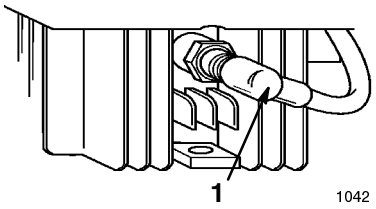

Figure 19
2. Disconnect the wire from the spark plug (Fig. 19).
1. Disconnect the wire from the spark plug (Fig. 19).